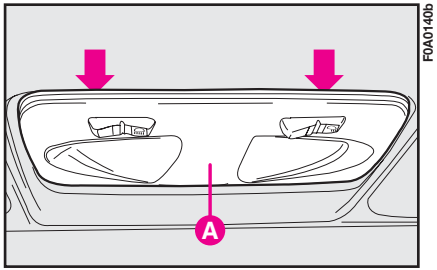

fig. 37
1) Dégager le plafonnier **A-fig. 37** en agissant sur le point indiqué par les flèches.